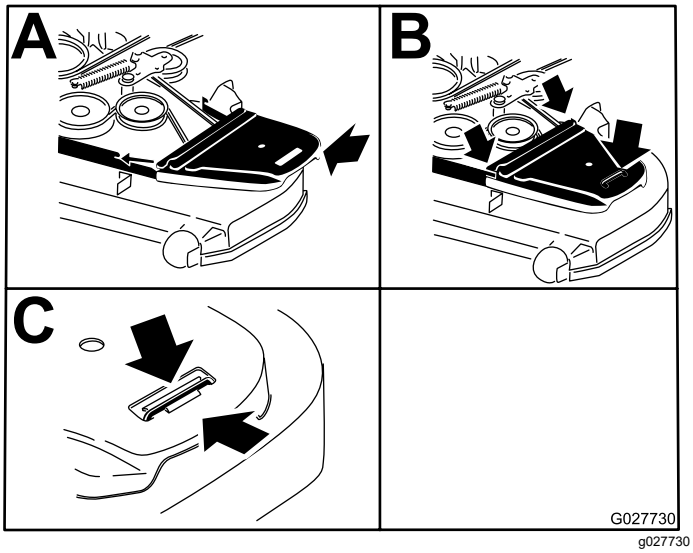

Figure 76
9. Posez les protège-courroies (Figure 76).